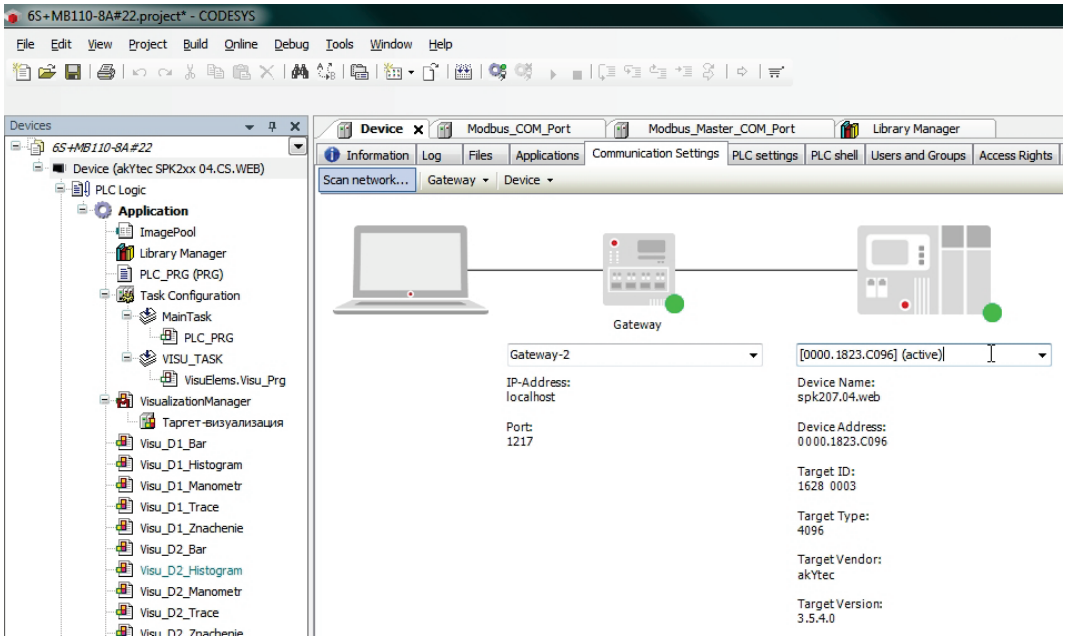

Fig. C.3 Correct connection to PLC
– Select the device from this list and click **Set active path** (Fig. C.3).